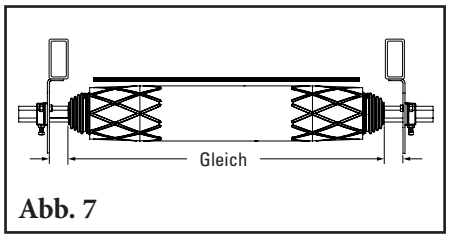

Abb. 7
7. **Sicherstellen, dass die Hauptwelle in den Halteplatten für die Hauptwelle mittig sitzt** (an beiden Seiten der Rolle gleich weit zu sehen) (Abb. 7).